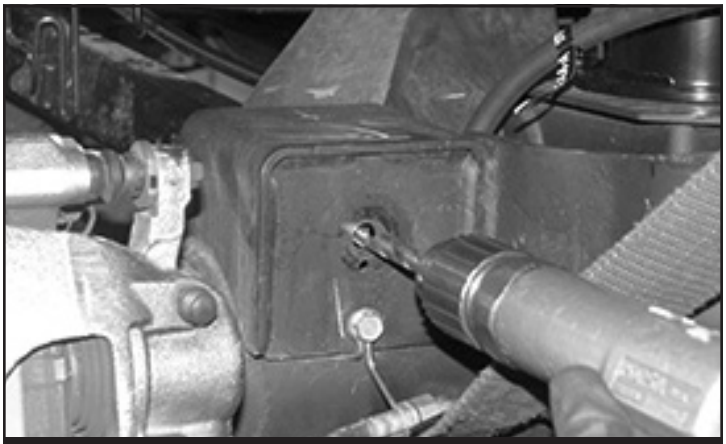

FIGURE 66 - STEP 56
56. Next, using a ½" bit, drill the old brake line bracket hole to allow for the new track bar support bracket in a future step. **SEE FIGURE 66**